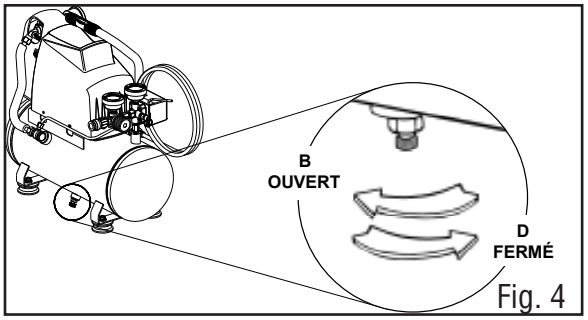

Fig. 4
2. Fermez la soupape de vidange du réservoir (D). (Fig. 4)
4. Éliminez l'humidité du réservoir après chaque journée d'utilisation. Si l'unité doit demeurer inutilisée pendant un certain temps, il est préférable de laisser la soupape de vidange ouverte jusqu'à ce qu'on l'utilise de nouveau. Cela permettra à l'humidité de s'évacuer complètement, contribuant ainsi à prévenir la corrosion à l'intérieur du réservoir (fig. 4).